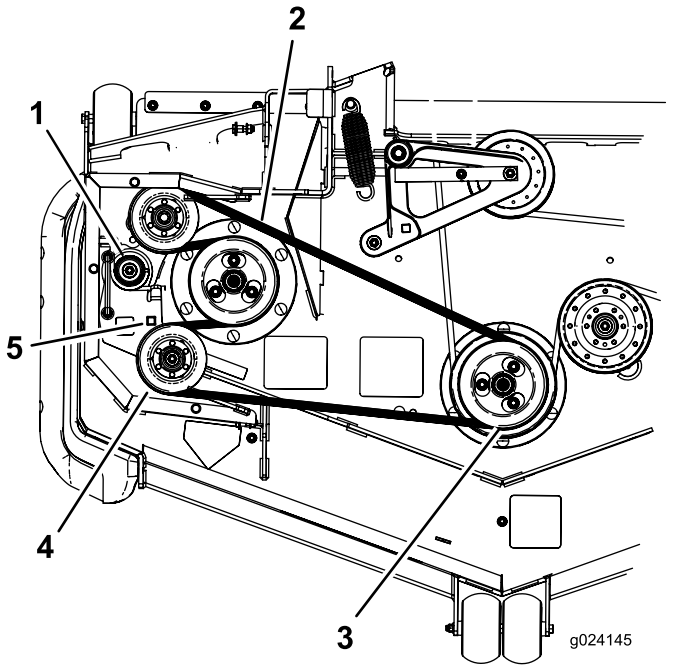

Figuur 69
7. Gebruik een ratelsleutel in de vierkante opening in de arm van de spanpoelie om de druk op de veer te verminderen (Figuur 69).